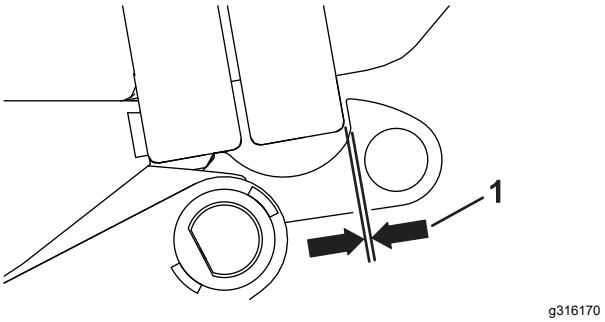

Bild 5
4. Prüfen Sie den Spalt zwischen dem Haken und der geschlossenen Fangboxklappe. Stellen Sie sicher, dass der Spalt 2 mm beträgt und passen Sie ihn gegebenenfalls an (Bild 5).